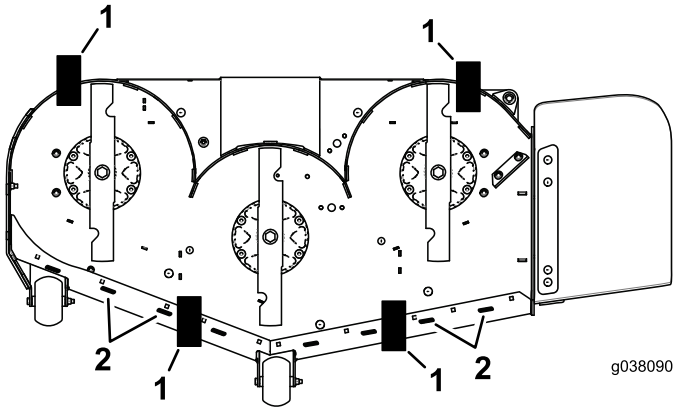

Figure 83
9. Placez 2 cales (voir le tableau ci-dessous) sous le bord arrière de la jupe du plateau de coupe de chaque côté du plateau de coupe (Figure 83).